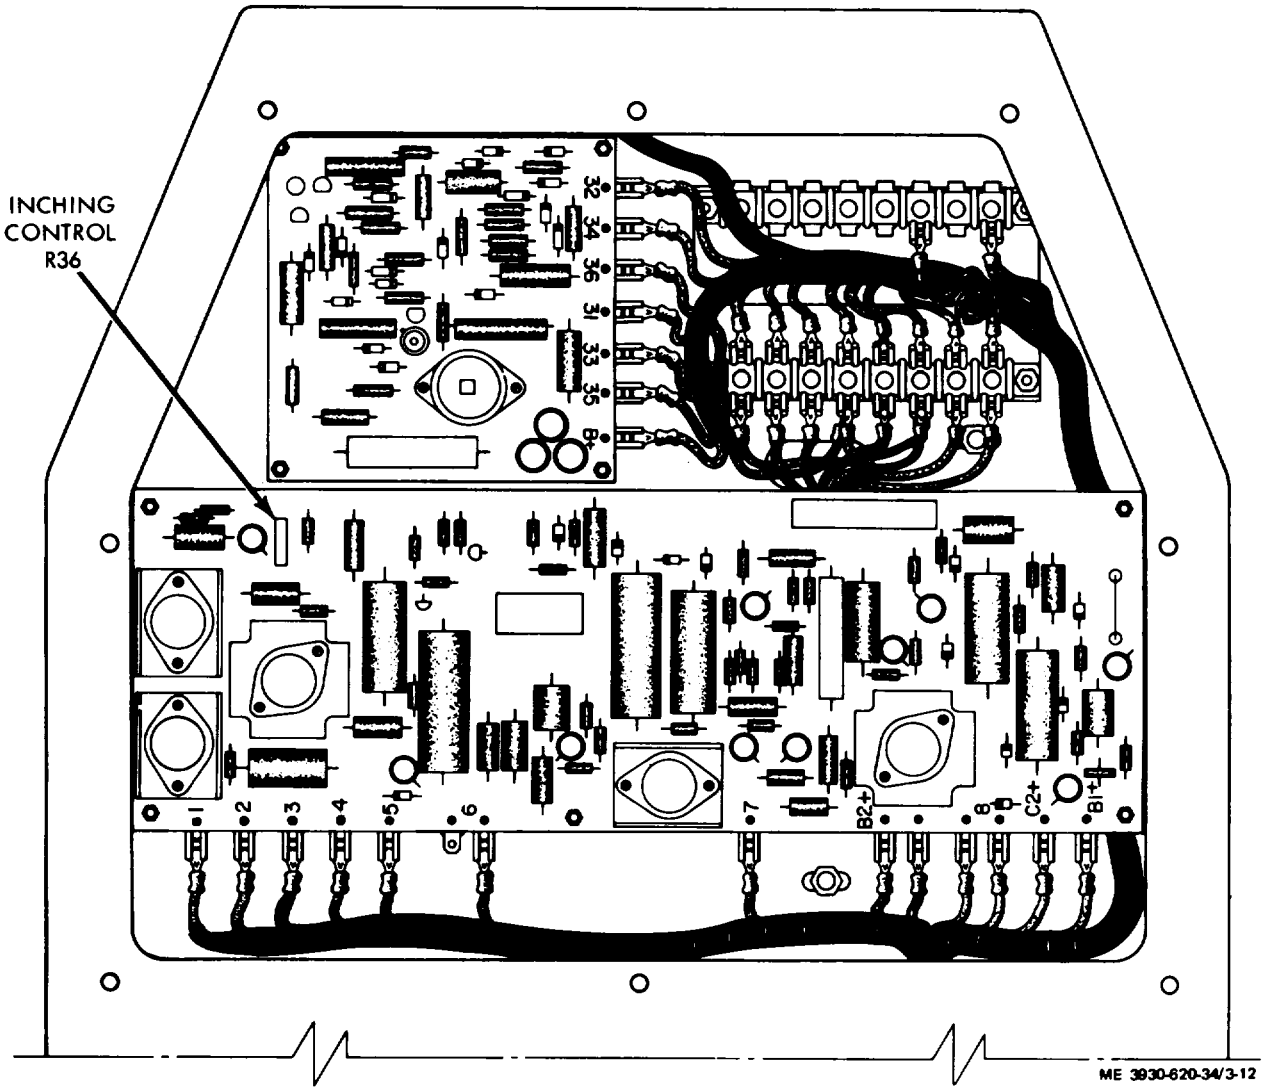

Figure 3-12. Control compartment, terminal and control locations
a. Voltage Test. This test should be made a with a fully charged battery. Set the voltmeter to the appropriate scale for each test. Connect the voltmeter negative and positive leads according to the - and + indicators given for each measurement. (fig. 3-12.)
(1) Raise and block the drive wheels. Warning: Be sure drive wheels are clear of blocks and ground.
(2) Set the directional control switch to the forward (F) position.
(3) Depress the accelerator pedal 1/2 inch beyond the point where the microswitch in the peed control box assembly operates.
(4) Adjust inching control R36 on the control unit to the point where the drive wheels just barely begin to rotate. (fig. 3-12.)